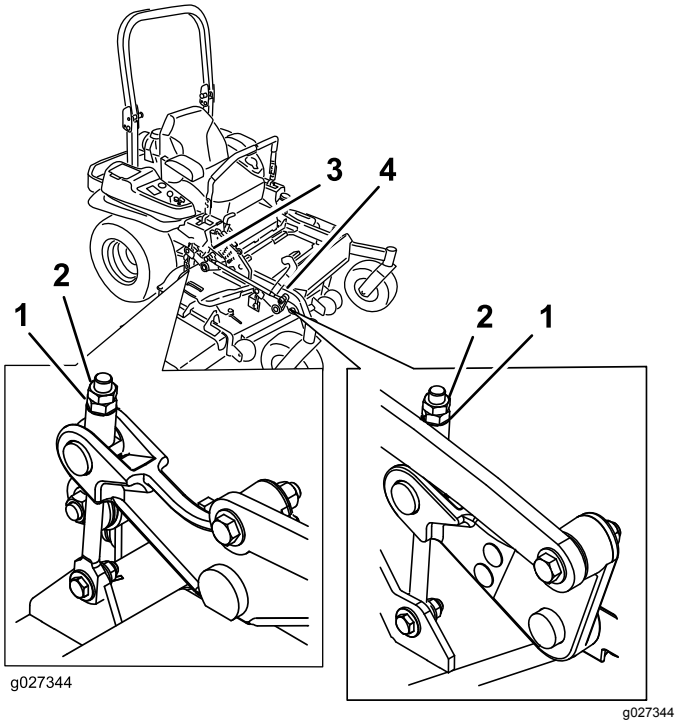

**Figuur 97**
10. U kunt de stelmoer op de hefinrichting van het voorste maaidek draaien om deze nog nauwkeuriger in te stellen (Figuur 97).
16. Regel de stelschroef fijn af om een hoogte te verkrijgen van 8,3 mm (zie Figuur 97).